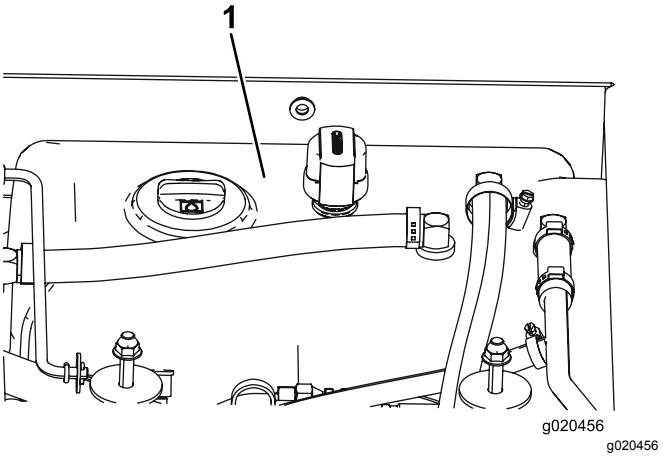

Figur 98
3. Fyll tanken (Figur 98) med hydraulvätska. Se Kontrollera hydraulvätskan (sida 28).